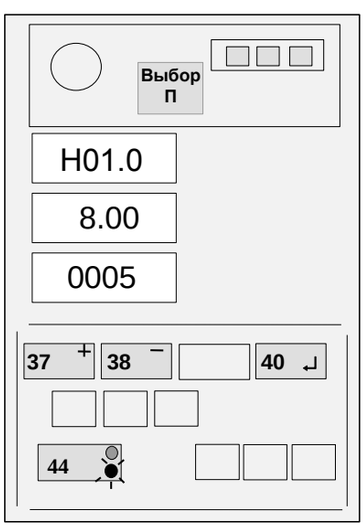

Рисунок 11
4.4.5.2 Нажимая кнопку 44, набрать на верхнем ИЖЦ код "Н01.0" (см. рисунок 11).